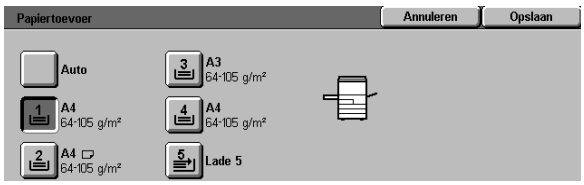

Figuur 11: Scherm Papiertoevoer
- De toets **Meer...** aanraken om de aanvullende opties weer te geven (zie figuur 11).